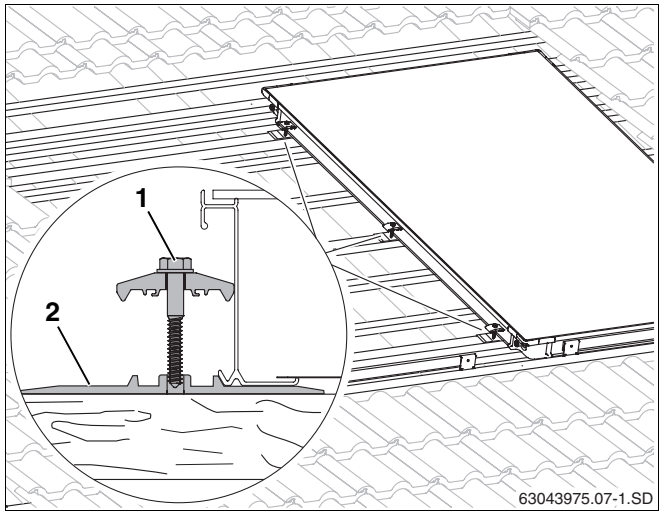

Abb. 26 Doppelseitigen Niederhalter am ersten Kollektor
- Kollektor leicht anheben und die Unterlegplatte (Abb. 26, **Pos. 2**) mit dem doppelseitigen Niederhalter auf der 2. und 3. zusätzlichen Latte sowie mittig des Kollektors auf einer vorhandenen Latte soweit unter den Kollektor schieben, dass die Erhebung gegen die Kollektorkante unten stößt.
- Für die Schraube (Abb. 26, **Pos. 1**) muss mit 4 mm Bohrer vorgebohrt werden. Zur Markierung Kerben in Unterlegplatte verwenden.